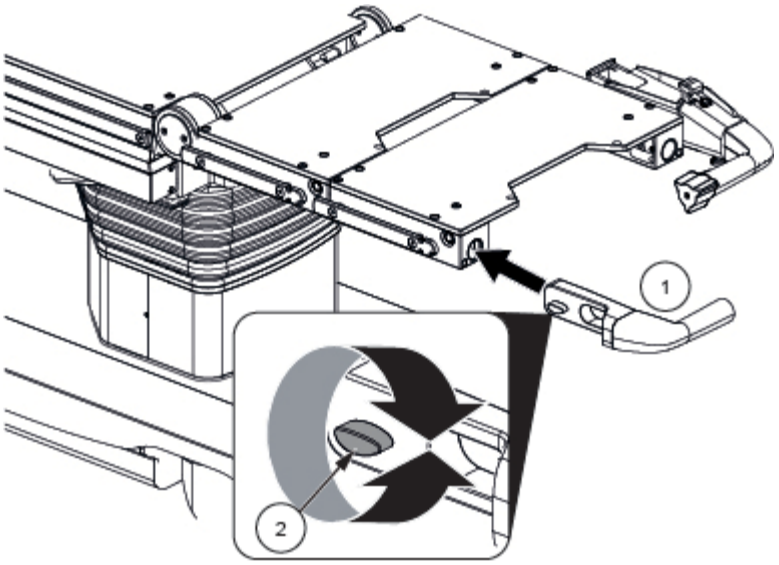

Figure 7-10. Install Accessory Handle
1. Push the accessory handle (1) in the fully into the rail and ensure the wing screw (2) stays unlocked. See *Figure 7-10*.
2. Turn the wing screw (2) to tighten it. Pull the accessory handle to check that it is secure. See *Figure 7-10*.
1. Turn the wing screw (2) to loosen it. Pull the accessory handle to remove it. See *Figure 7-10*.